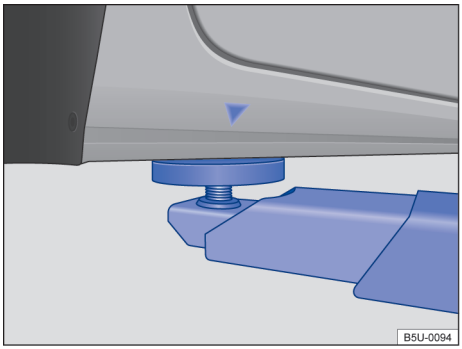
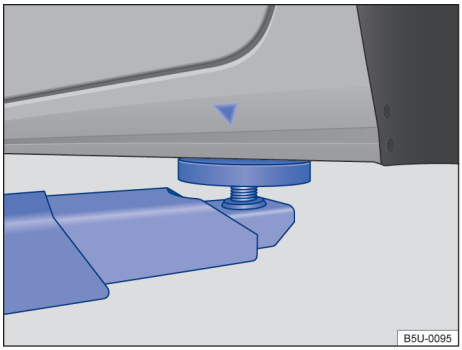

Fig. 145 Pontos de apoio dianteiros para a suspensão com plataforma elevatória ou com macaco.
Fig. 146 Pontos de apoio traseiros para a suspensão com plataforma elevatória ou com macaco.
O veículo deve ser suspenso somente pelos pontos indicados nas figuras → Fig. 145 e → Fig. 146. Se o veículo não for suspenso pelos pontos indicados, podem ocorrer danos no veículo → ⓘ e ferimentos graves → ⚠.
- Suspender o veículo somente pelos pontos indicados nas figuras → Fig. 145 e → Fig. 146. Se o veículo não for suspenso pelos pontos indicados, o veículo poderá cair da plataforma elevatória quando, por exemplo, o motor ou a suspensão for desmontado.